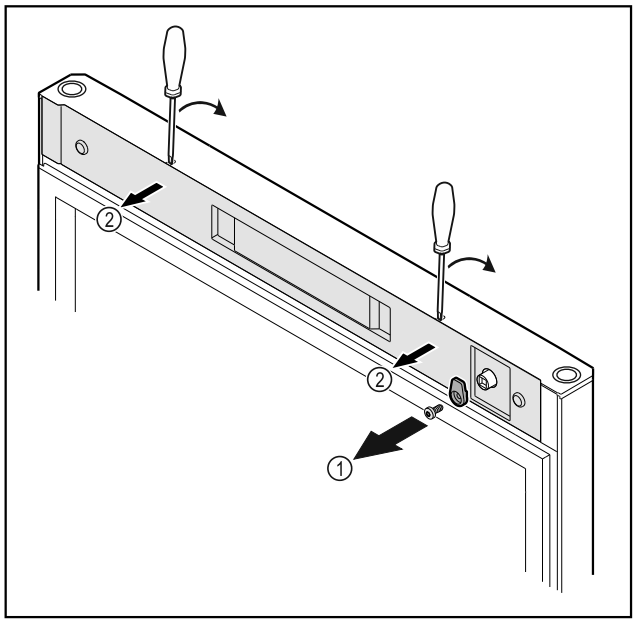

Fig. 53
- ▶ Deșurubați *Fig. 53 (1)* cârligul de închidere.
- ▶ Deblocați capacul *Fig. 53 (2)* cu o șurubelniță mică și detașați-o.